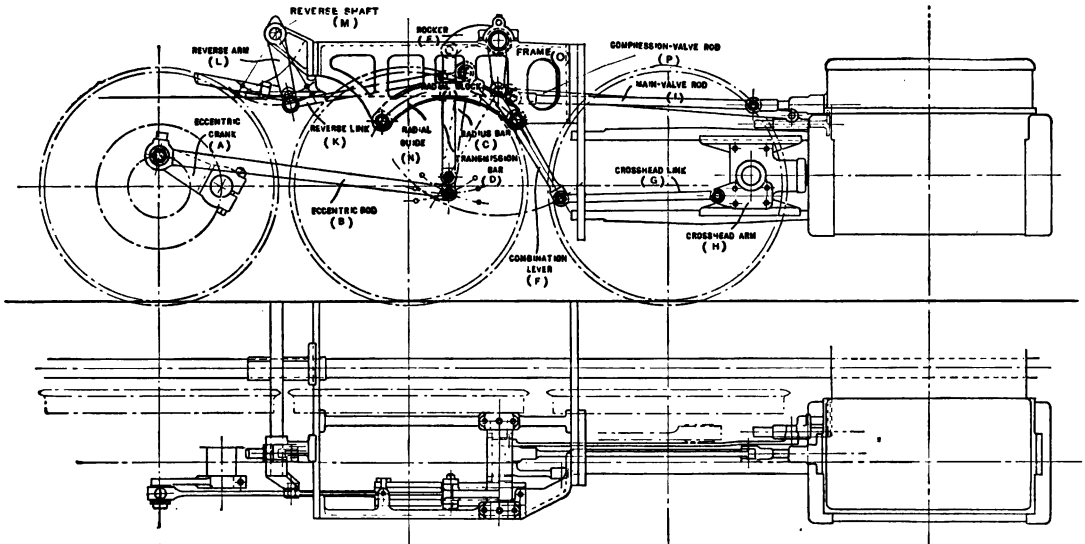
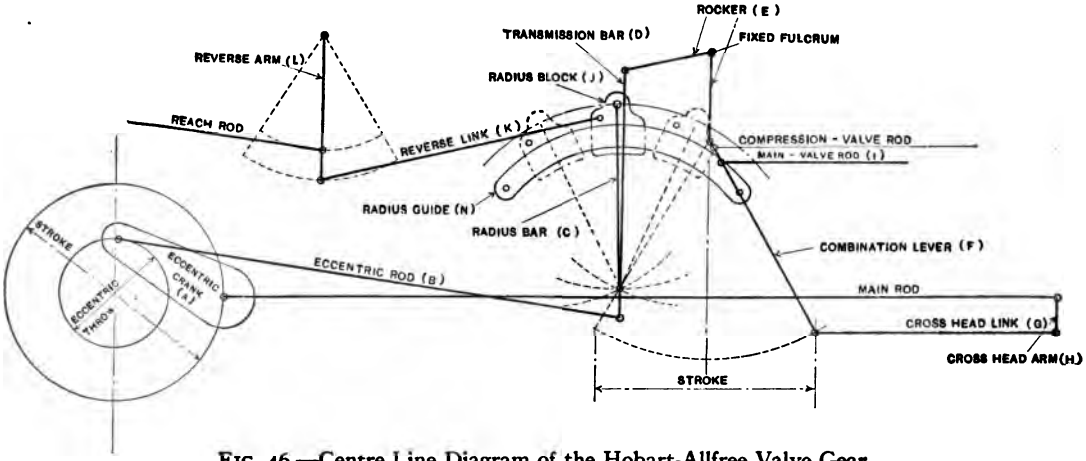

FIG. 45.—Side Elevation in Outline of the Hobart-Allfree Valve Gear.
FIG. 46.—Centre Line Diagram of the Hobart-Allfree Valve Gear.
The action of this valve gear may be followed by reference to the line drawing, Fig. 45, and the diagram, Fig. 46, in connection with the following explanation:
When this motion is used with the Allfree cylinders a separate and independent valve rod is attached to the combination lever to drive the compression valve; this compression-valve rod *P* is shown in Fig. 45. And where the Allfree cylinders are used with the Walschaert gear, the compression-valve rod is connected with the combination lever in similar manner.
A.—If the short, lower portion should break between the two connection pins, arrange the same as explained in answer to the previous question; but if the long, main portion is broken, remove the detached piece and the eccentric rod, lash the remnant of the transmission bar and the radius bar so they will not swing in the way of anything else—or remove them—and block the bell crank with the vertical arm in a plumb perpendicular position (as shown in Fig. 45), by blocking